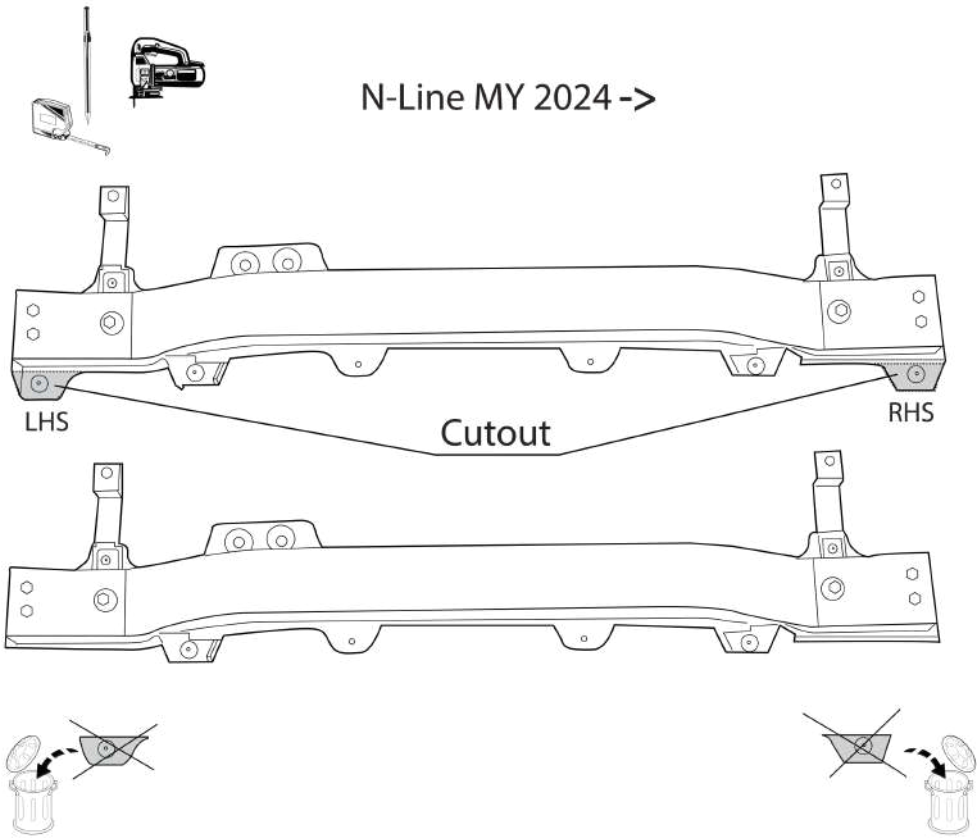

Fig. 4
6. Gemäß Abb. 4,5,6,7,8 & 9 die angegebene Teil abschneiden.